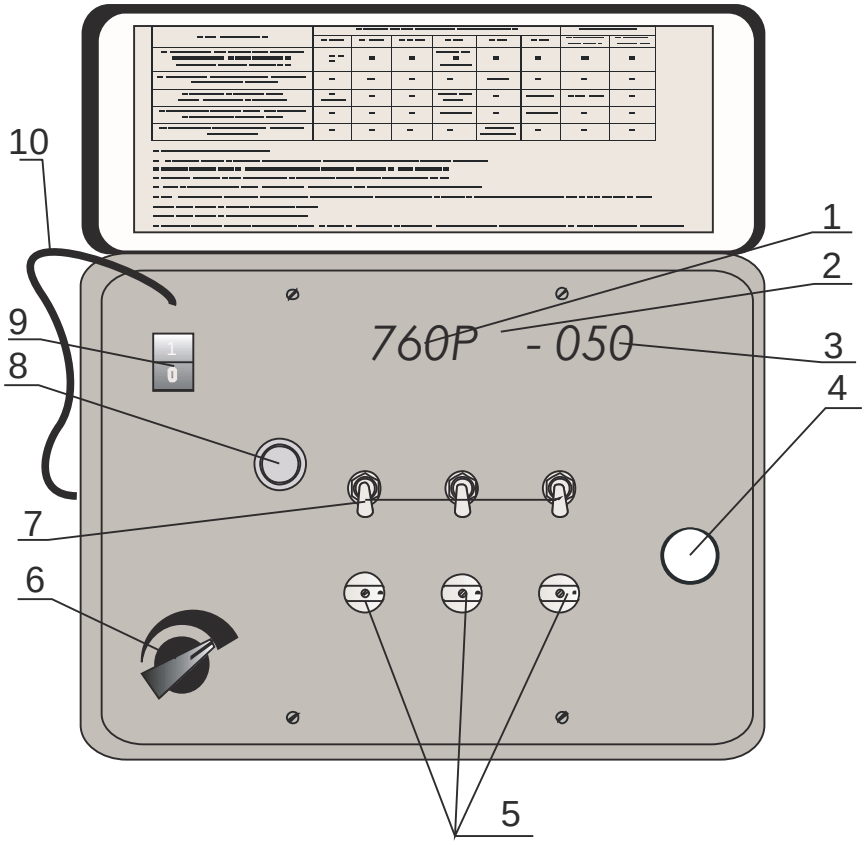

Рисунок 1 – Внешний вид верхней панели индикатора ИПР-Э
3.1 Конструктивно индикатор ИПР-Э размещается в герметичном ударопрочном пластиковом контейнере. В контейнере на передней панели (рис.1) расположены цифровые индикаторы, двухцветный светодиодный индикатор, тумблеры и кнопка управления, переключатель питания сети, регулятор потока, маховики кранов газораспределительной системы, штуцер для подключения респиратора, под передней панелью расположены электронный блок и газораспределительная система.